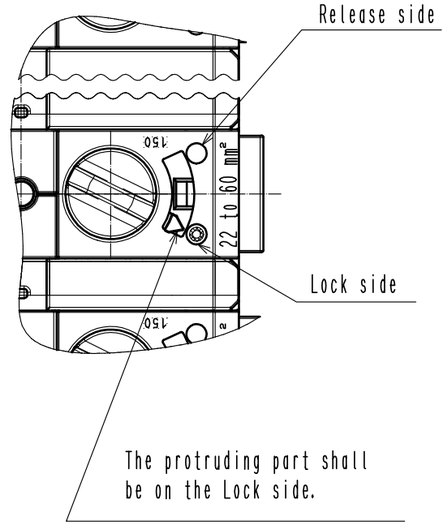

Figure.2 Applicable Contact (Commercial item)(Free)
- Please check that dimesnsions satisfy those of Figure.2 and that there is no deformation, dirt etc., or abnormal contact resistance value.